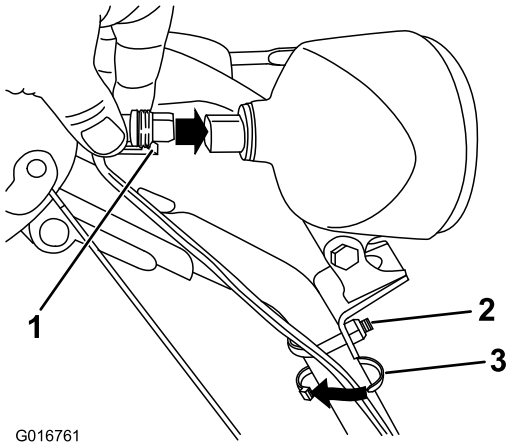

Figur 18
1. Skjut in kabelkontakten på kabelns lösa ände rakt in i strålkastaren på baksidan tills kabeln sitter fast ordentligt (Figur 18).
Obs: Se till så att kabelkontaktens plastklämma är längst ned (Figur 18).
2. Fäst ett kabelband (från påsen med lösa delar) runt kabeln och handtaget cirka 2,5 cm under U-bulten (Figur 18).